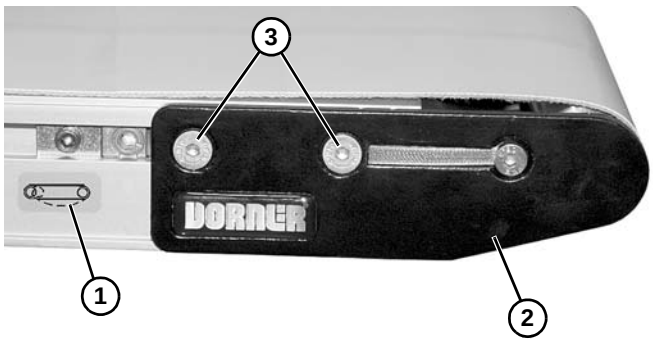

Abbildung 6
2. Auf der Spannseite des Förderbands, mit einem Etikett gekennzeichnet **(Abbildung 6, Teil 1)**, die Kopfplattenbaugruppe **(Abbildung 6, Teil 2)** eindrücken: Auf beiden Seiten des Förderbands Befestigungsschrauben **(Abbildung 6, Teil 3)** lösen und Kopfplattenbaugruppe nach innen drücken.